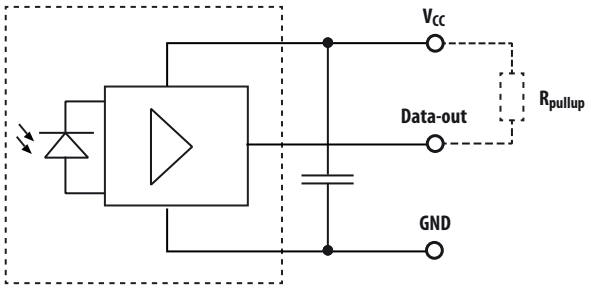

Figure 1. Equivalent circuit diagram (simplified)
The SFH551/1-1 receiver is a transimpedance amplifier with a TTL open-collector output stage, therefore a pull-up resistor of at least 330 Ω is necessary (see Figure 1). To minimize interference a bypass capacitor (100 nF) must be placed near (distance ≤ 3 cm) the SFH551/1-1 ports. In critical applications a shorter distance is better.
3. Measured with recommended Rpullup = 330Ω (see Figure 1)